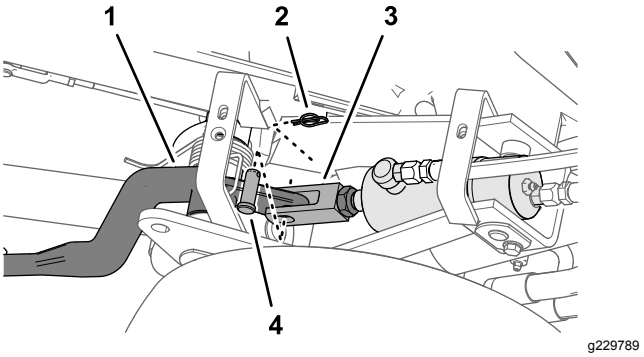
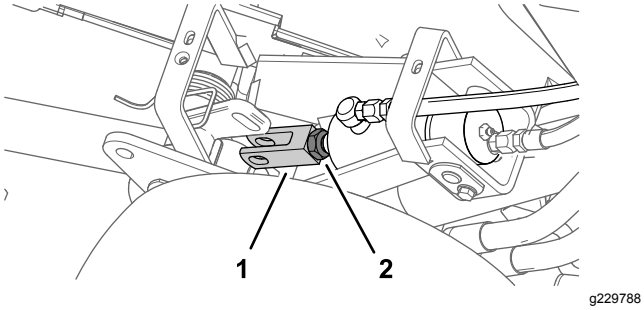

Figur 52
Figur 53
3. Løsne låsemutteren som fester sjakkelkoblingen til den sylinderen på klippeenheten som må justeres (Figur 52).
4. Fjern festepinnen og splittpinnen (Figur 52)
5. Drei sjakkelen til du oppnår ønsket høyde (Figur 53).
6. Monter sjakkelkoblingen til løftearmen med splittpinnen og festepinnen, og stram låsemutteren (Figur 52 og.Figur 53).